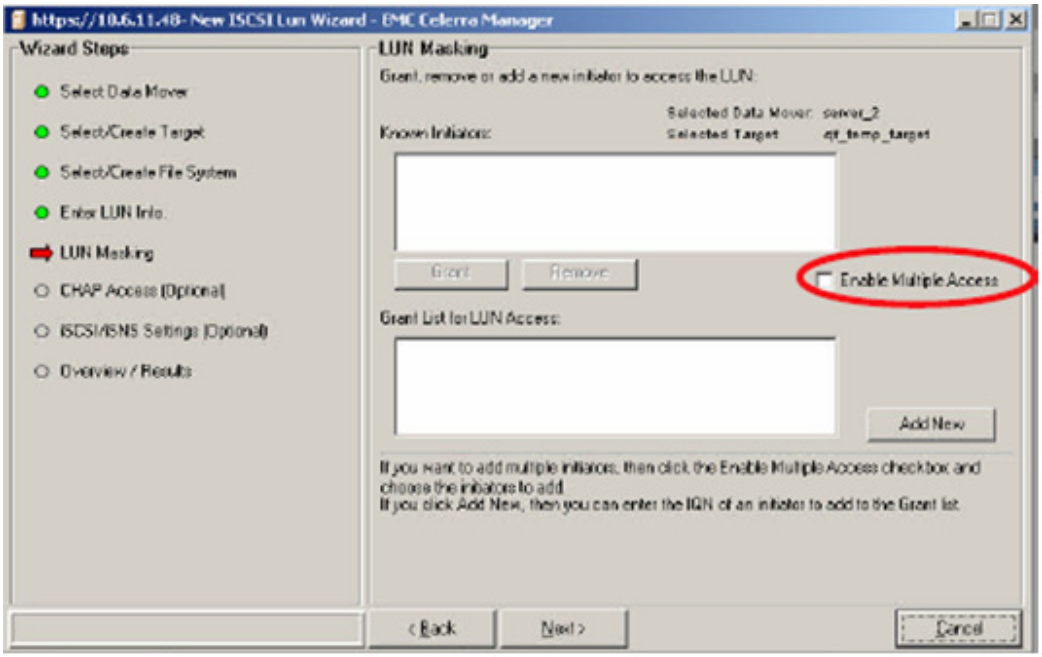

Figure 105 **LUN masking**
- Celerra iSCSI security features can be implemented through wizards. LUNs can be masked while allowing for multiple access options for cluster node joint access through an easy-to-use DataMover graphical interface (Figure 105 on page 517).